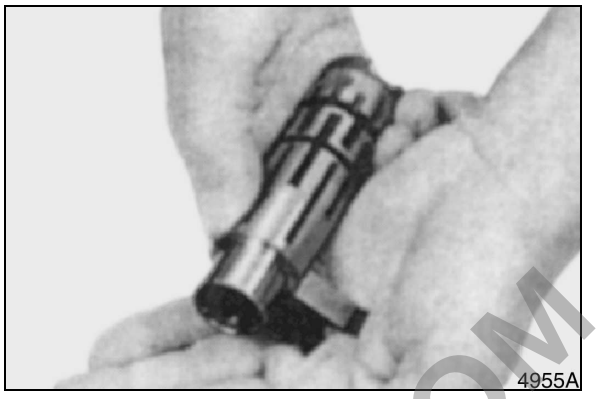

Figure 30
17. Push neutral position springs out of groove in spool. See Figure 30.